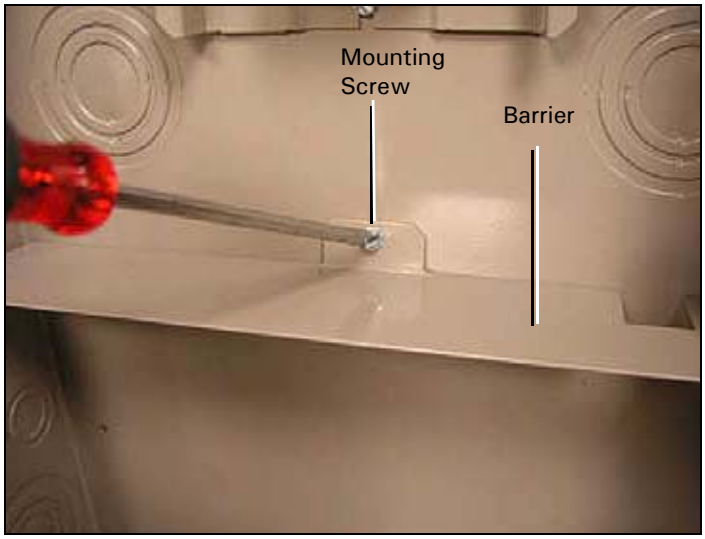

Figure 4. Barrier.
Step 4: Remove the barrier assembly (see Figure 4). Keep the barrier and screw for reinsertion.